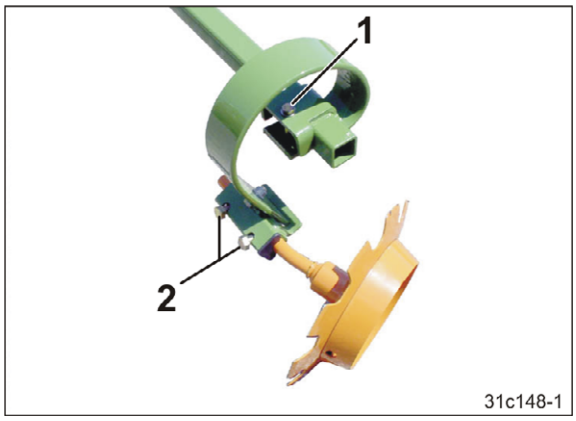

**Fig. 173**
4. Desserrez la vis (Fig. 173/1).
6. Serrez la vis (Fig. 173/1) à fond.
7. Desserrez les deux vis (Fig. 173/2).
9. Resserrez à fond les vis (Fig. 173/2).